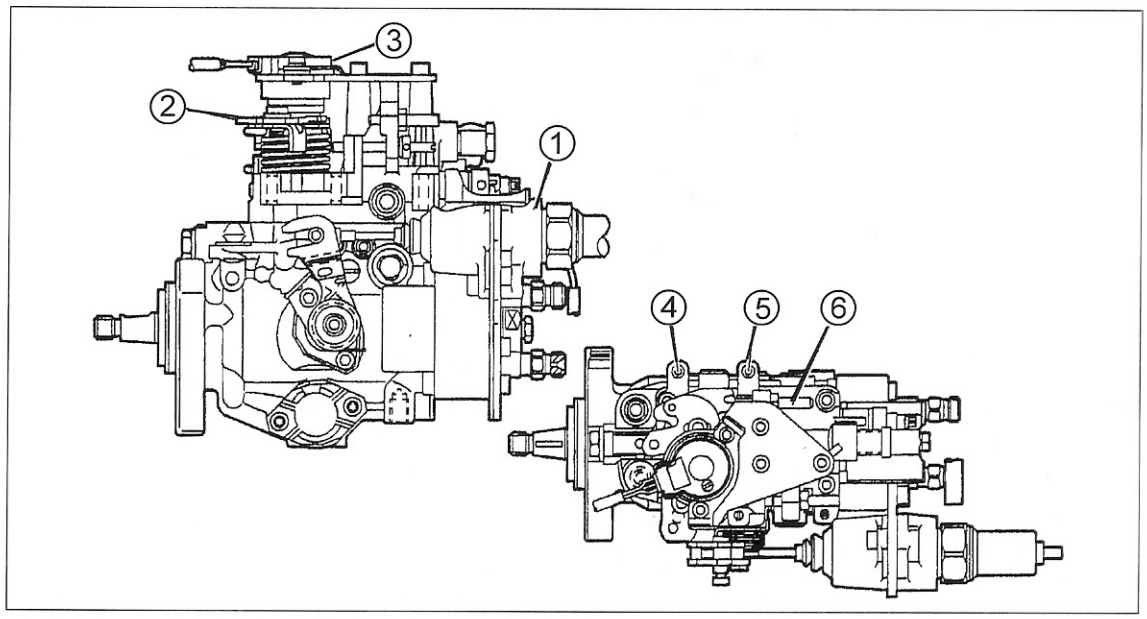

Bild 172
Verschiedene Einstellungen können an der Pumpe durchgeführt werden, jedoch beschränken wir uns auf die Einstellung des Leerlaufs, obwohl wir empfehlen, dass man auch diese Einstellung in der Werkstatt durchführen lässt. Bild 172 zeigt Ansichten der Pumpe eines 2.8-Liter-Motors (2.8D) mit Lage verschiedener Einstellschrauben und Teile. Zu unserem Zweck ist nur die Schraube (5) von Wichtigkeit. Eine unterschiedliche Pumpe ist beim 2.8-Liter-TDi-Motor eingebaut. Bei diesem Motor wurde die Pumpe außerdem seit Produktionsbeginn geändert.